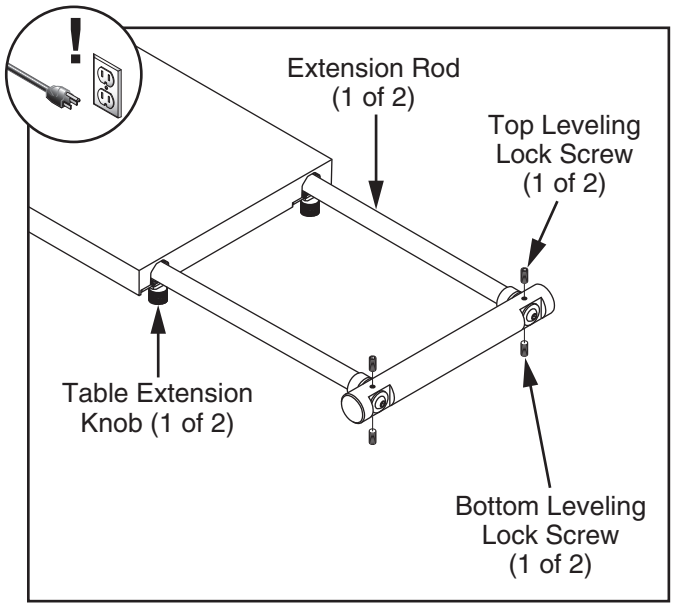

Figure 51. Location of table extension components.
2. Loosen (2) table extension knobs and fully extend table extension, then secure knobs (see **Figure 51**).
4. Adjust top and bottom leveling lock screws (see **Figure 51** on **Page 42**).